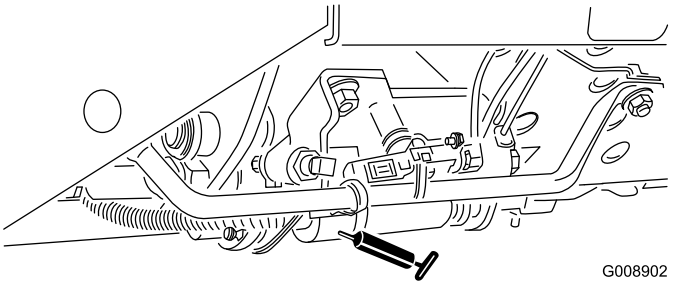

**Figur 38**
- Skjutreglage för klippning/transport (Figur 38)